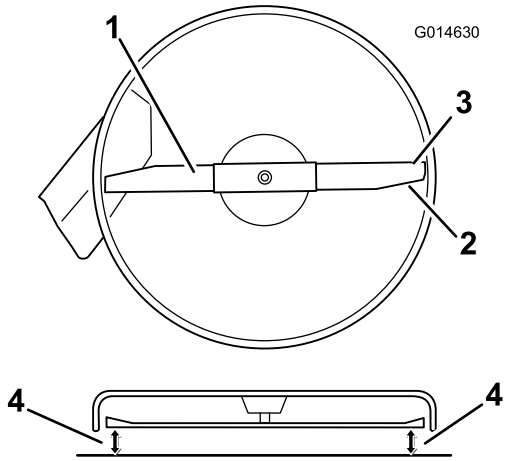
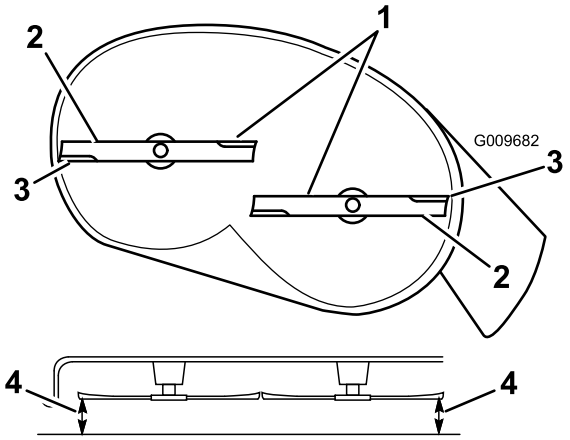

Figuur 56
Figuur 57
4. Draai het mes/de messen voorzichtig zodat ze zij aan zij staan (Figuur 56 en Figuur 57).
5. Meet tussen de buitenste snijranden en de vlakke ondergrond (Figuur 56 en Figuur 57).